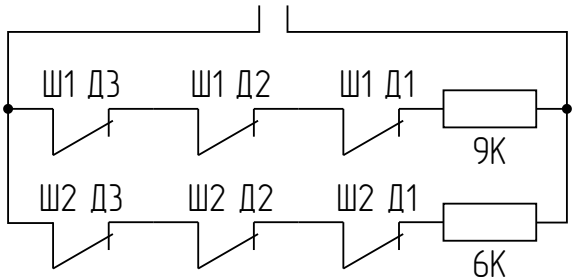

Рисунок 43. Эквивалентная схема для рис. 45
- После добавления выходы появятся в выноске объекта (рис. 43);